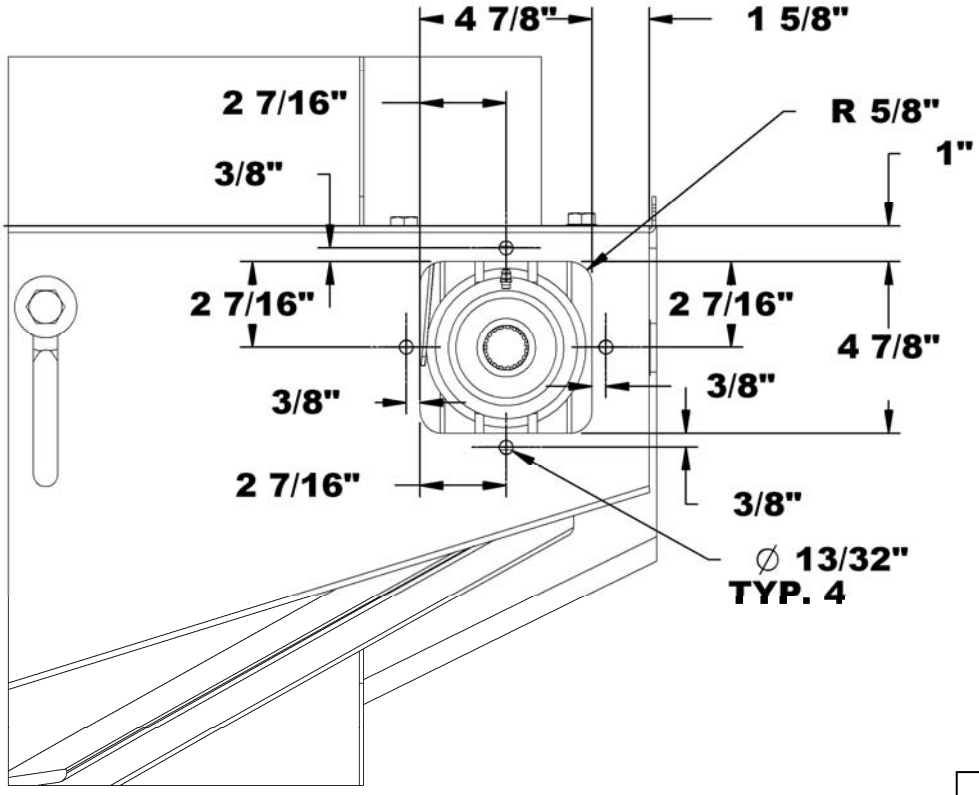

Figure 2
3. **Figure 2:** Découper un trou sur le côté aux dimensions indiquées et percer quatre trous 13/32".